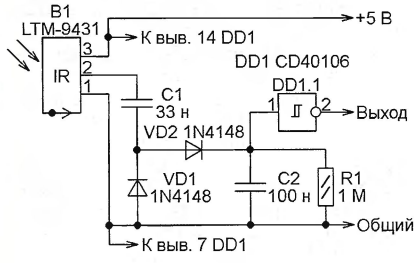

Рис. 5
**Простой приёмник ИК дистанционного управления (рис. 5 http://www.antrak.org.tr/gazete/102006/cizimler/turker-kocman/UniIRremcont.GIF).** Этот узел можно использовать, когда на нажатие любой кнопки ПДУ дистанционно управляемый прибор должен реагировать одинаково. Дешифровать команду не требуется, достаточно факта её приёма.